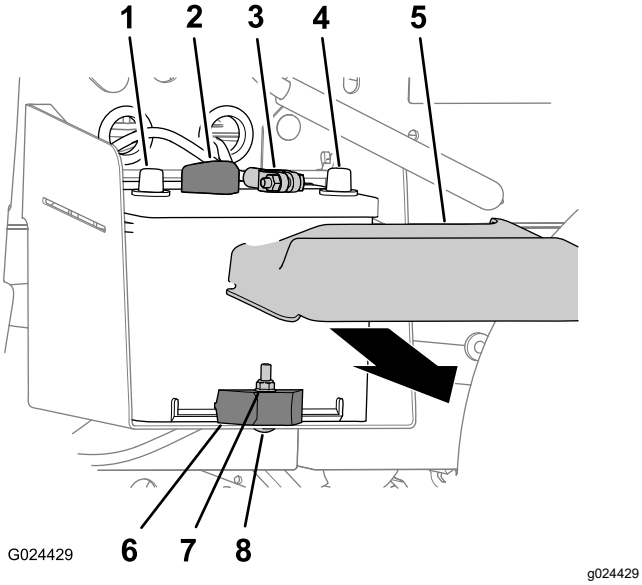

Figura 49
1. Aperte os lados da cobertura da bateria e retire a cobertura da parte superior da bateria (Figura 49).
2. Desligue o cabo negativo da bateria do terminal da bateria (Figura 49).
3. Desligue o cabo positivo da bateria do terminal da bateria (Figura 49).
2. Retire a porca de bloqueio, o parafuso de carroçaria e o grampo da bateria que fixa a bateria ao tabuleiro da bateria (Figura 49).
3. Retire a bateria do tabuleiro da bateria (Figura 49).
1. Alinhe a bateria com o tabuleiro da bateria da máquina (Figura 49).
Nota: Certifique-se de que os pólos positivo e negativo da bateria estão alinhados conforme indicado na Figura 49.
2. Fixe a bateria ao tabuleiro da bateria com o grampo da bateria, o parafuso de carroçaria e a porca de bloqueio (Figura 49).
1. Ligue o cabo positivo da bateria ao terminal da bateria (Figura 49).
2. Ligue o cabo negativo da bateria ao terminal da bateria (Figura 49).
3. Coloque a tampa da bateria na parte superior da bateria (Figura 49).